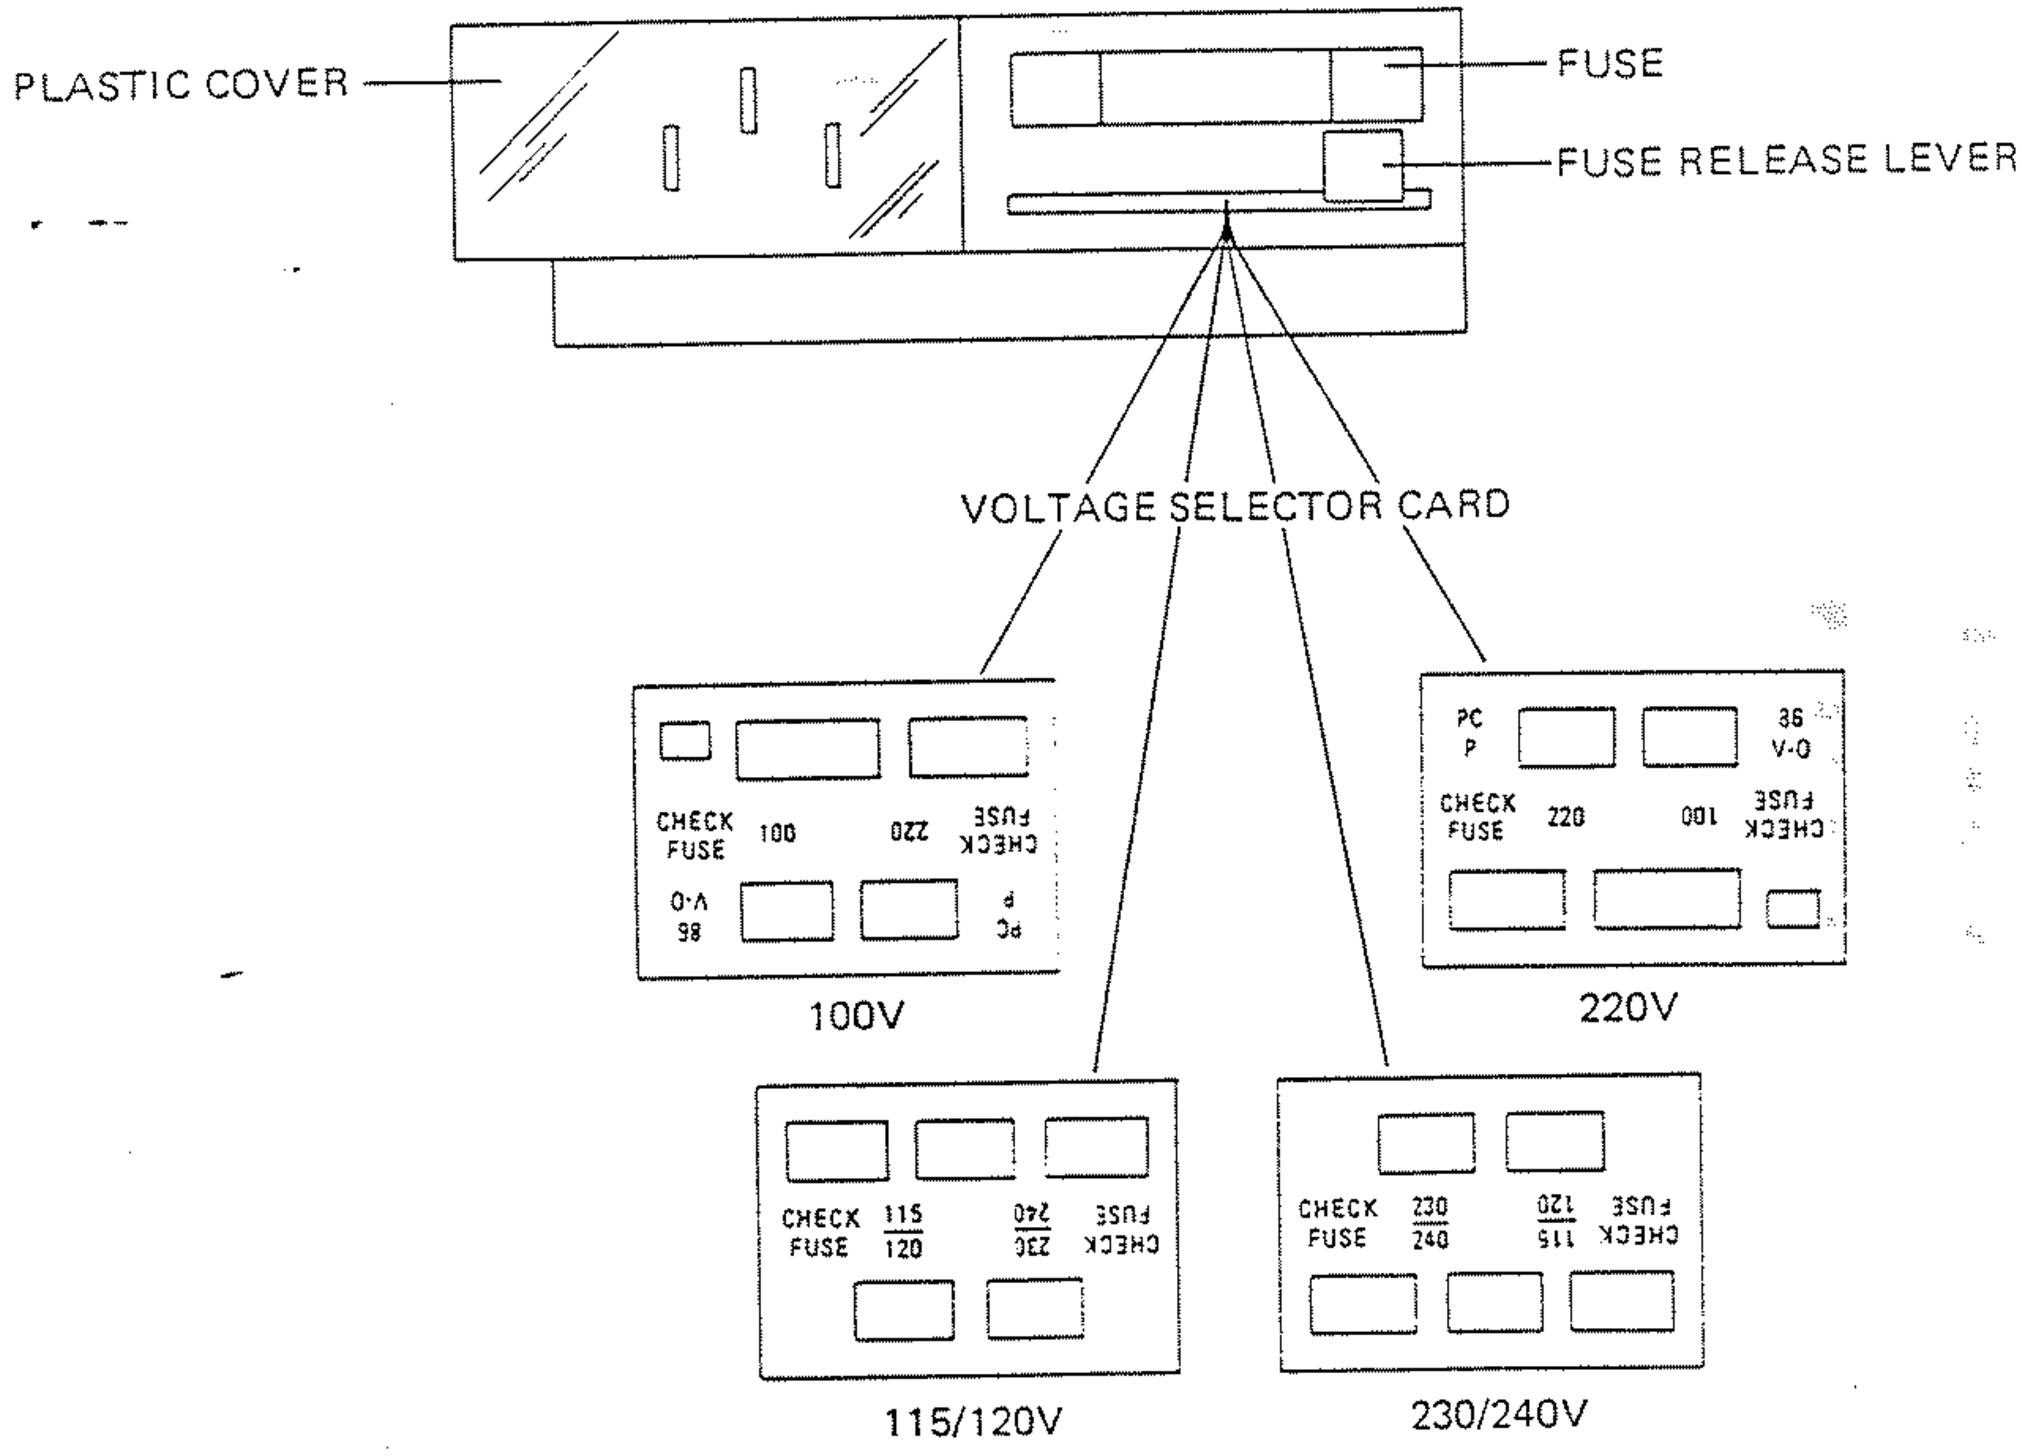

Figure 2.9 – AC Line Voltage Selection
2.7.2.1 The line voltage setting is easily changed by repositioning the small voltage selector card in its slot. Refer to Figure 2.9 and use the following procedure: